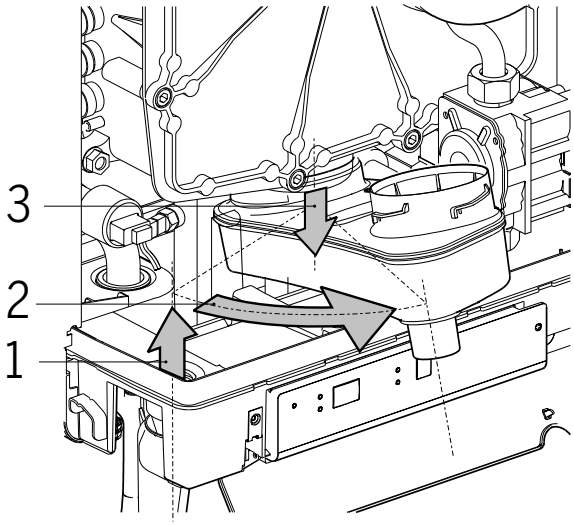

Fig. 25: Removal of Condensate Pan
5. Once the condensate pan is clear of the bottom jacket, rotate it towards the front of the appliance and push down on the rear to disengage from the heat exchanger as shown in Fig. 25 on page 49.